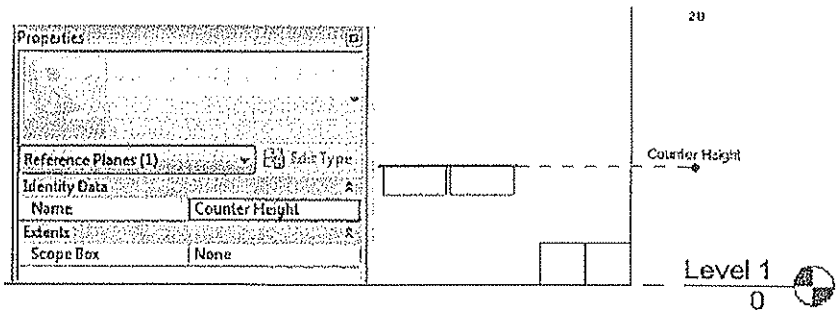

Figure 10–11
6. In Properties, enter a name for ref. The name also displays when the ref plane is selected, as shown in Figure 10–11.